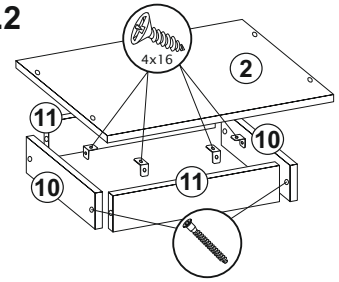

Рис.3
2.1 Эксцентриками соединить боковины (1) с задней стенкой (5), затем монтировать крыши (2), используя еврошурупы (рис.3).
2.2 С помощью эксцентриков D-20 скрепить стяжки (3) с боковинами (1) (рис.3).
2.3 Гвоздями 2х20 прибить заднюю стенку, состоящую из ХДФ (6) и соединителей ХДФ (рис.3).
3.1 Выбрать расположение створок (7,8): правое или левое (в схеме указано левое расположение). Навесить створки (8,9) на короб пенала, используя петли и шурупы 4х16. Отрегулировать петли (рис.3)
3.2 Вставить стекловтулки в отверстия в стекле (9), затем шурупами 3,5х16 прикрутить стекло (9) к створкам (8) (рис.3).
3.3 В зависимости от расположения створок (7,8) (правые или левые), досверлить необходимые отверстия и прикрутить ручки шурупами 4х30. Оставшиеся технические отверстия в створках (7,8) заглушить мебельными заглушками D-5 (рис.3).